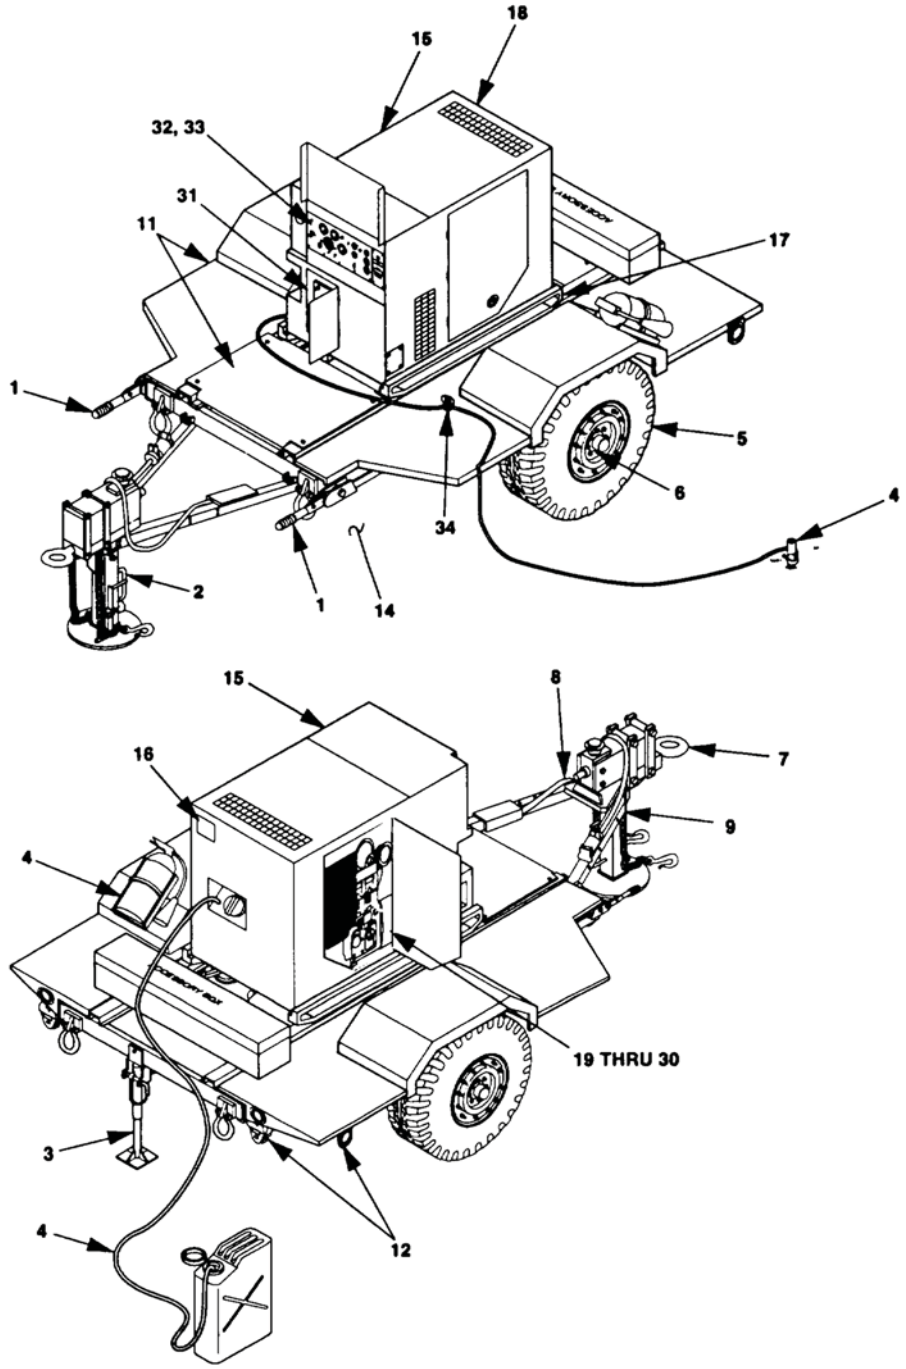

Figure 2. Power Unit Operator (PU-798 and PU-799) PMCS Routing Diagram.
- Figure 2 is for PU-798 and PU-799